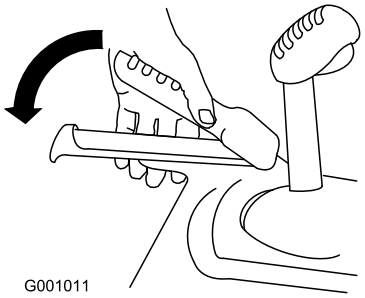

Figur 32
1. For at indkoble traktionsdrevet skal du klemme traktionsgrebet til venstre for håndtaget (Figur 32).